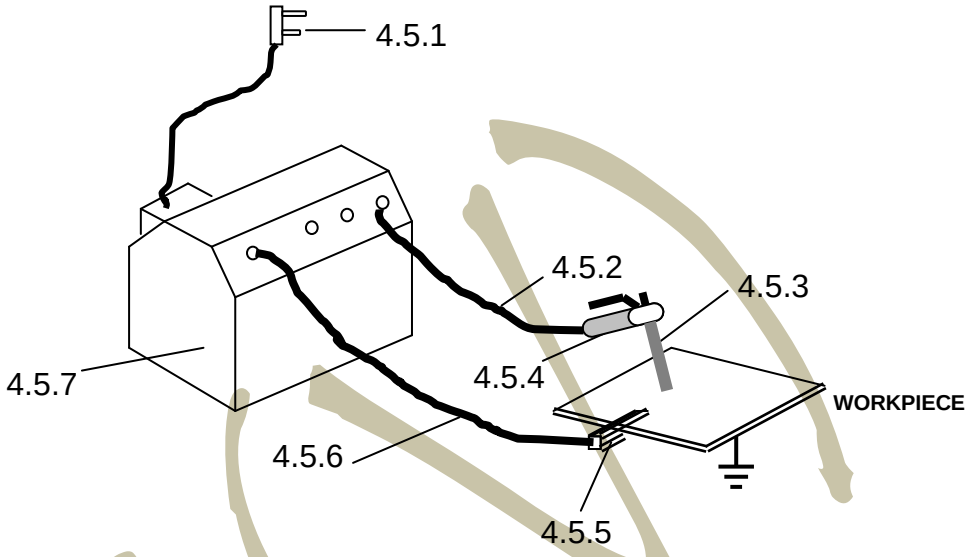

FIGURE 5
4.5 Name the main parts that make up the arc-welding system shown in FIGURE 5 by writing only the answer next to the question number (4.5.1–4.5.7) in the ANSWER BOOK.